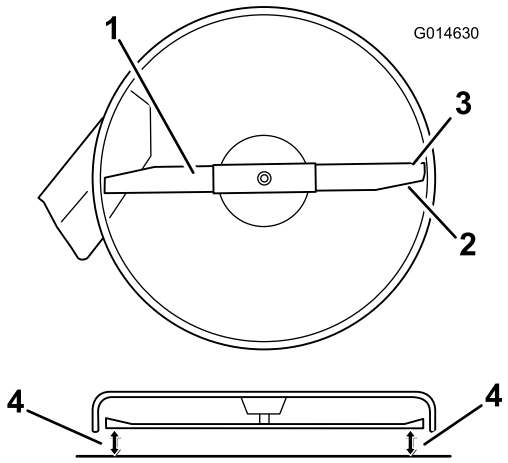
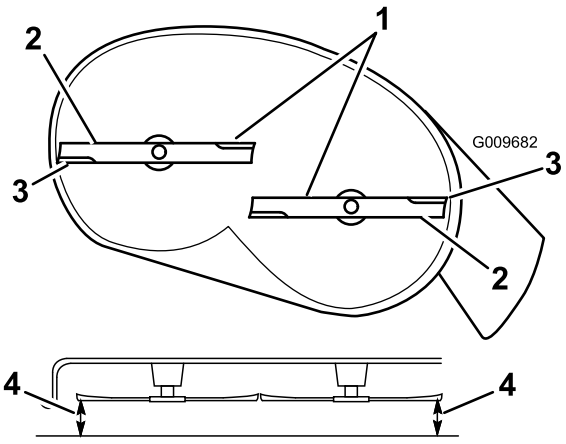

Figur 57
Figur 58
4. Rotera försiktigt kniven eller knivarna så att alla knivar är parallella (Figur 57 och Figur 58).
5. Mät mellan de yttre knivseggarna och den plana ytan (Figur 57 och Figur 58). Om inte båda måtten är inom 5 mm krävs en justering. Fortsätt med denna procedur.